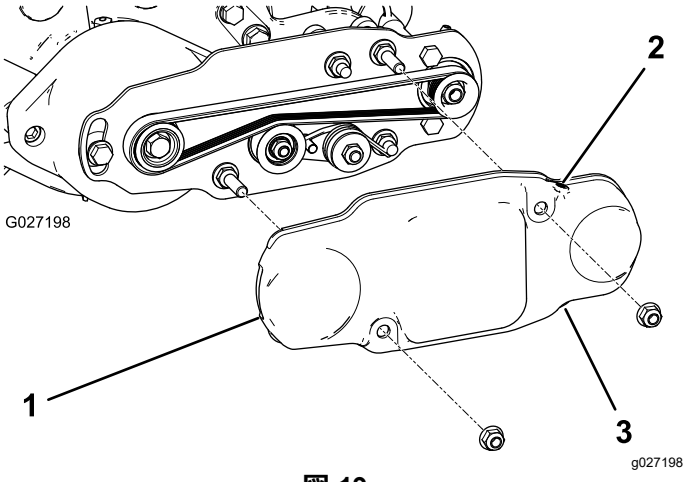

図 19
2. 取り付けボルトにベルトカバーを取り付けてフランジナット2個で固定する図 19。